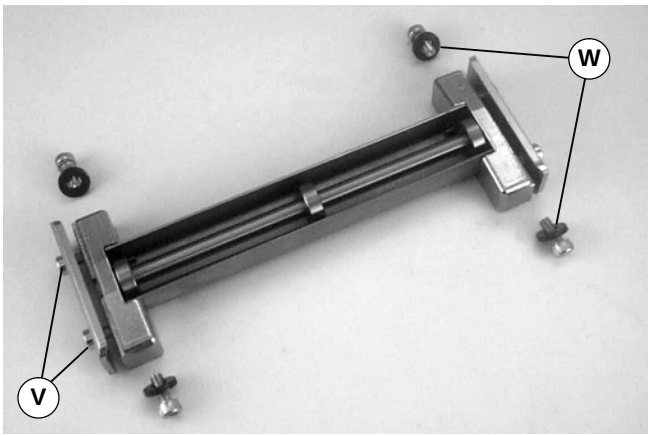

Abbildung 14
2. Schrauben lösen (V siehe Abbildung 14) und Schrauben sowie Unterlegscheiben entfernen (W).